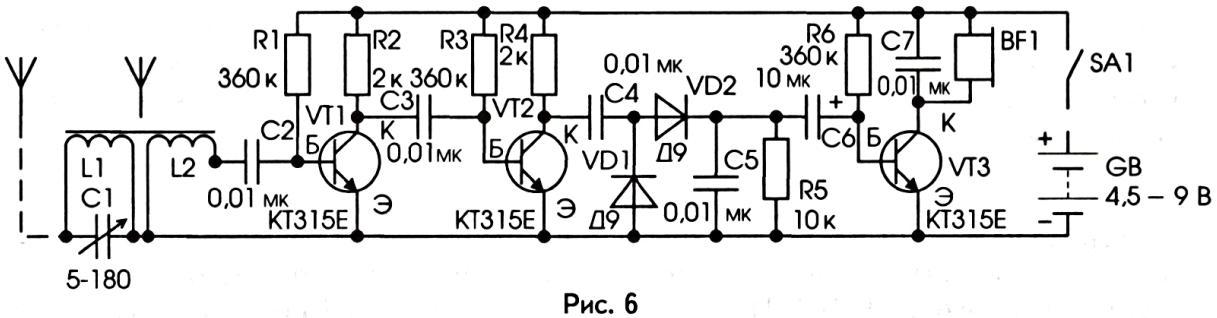
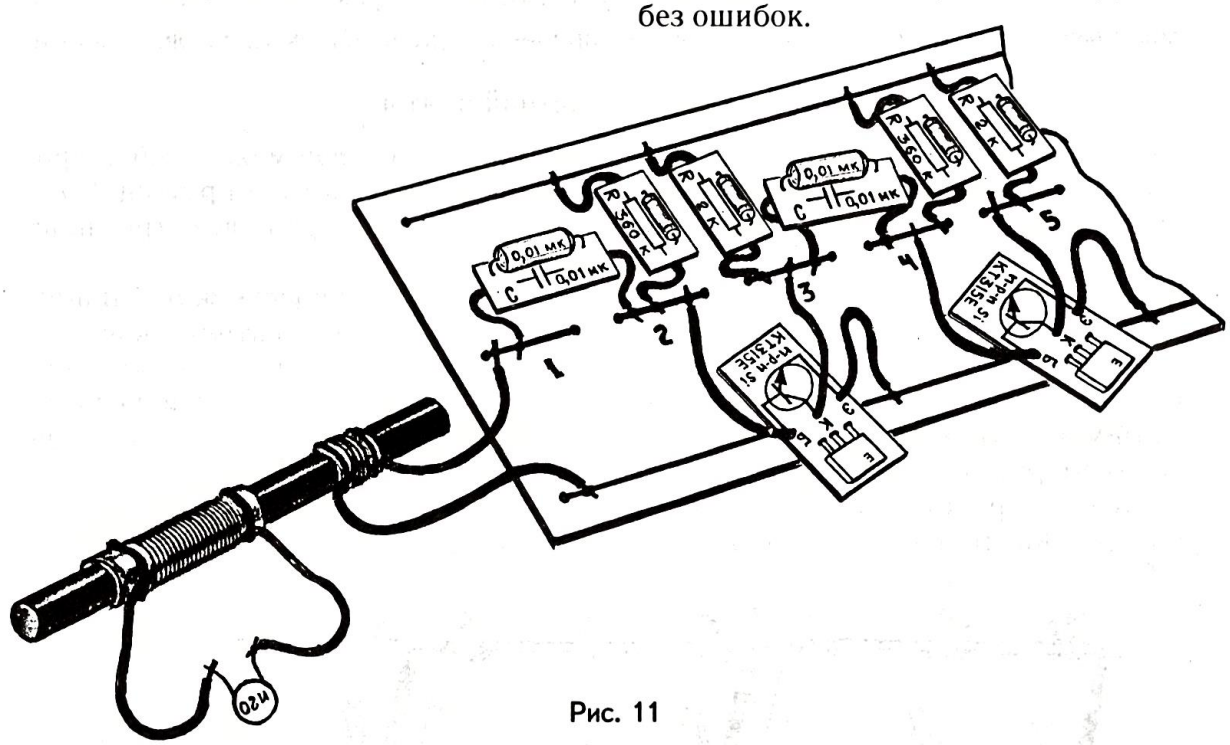

Рис. 6
Рис. 11
Представленный на рис. 6 радиоприемник, имеющий два каскада усиления радиочастоты на транзисторах **VT1**, **VT2**, детекторный каскад на диодах **VD1**, **VD2** и усилитель звуковой частоты на транзисторе **VT3**, объединяет достоинства всех предыдущих конструкций и надежно работает в различных регионах страны без дополнительной антенны и заземления (проверено автором).
На рис. 11 приведен пример сборки части радиоприемника, схема которого приведена на рис. 6. Для облегчения процесса сборки на электрической схеме (рис. 4–6) точки соединения деталей между собой можно пронумеровать в соответствии номерам используемых опорных площадок макетной платы. Это помогает начинающим радиолюбителям собирать конструкции без ошибок.
Рекомендуем пользоваться нашим опытом изготовления и настройки магнитной антенны. Мы на бумажном каркасе длиной 90 см наматываем виток к витку 300 витков катушки **L1**, делая отводы через каждые 30 витков, начиная с 70-го. В связи с тем, что конденсаторы переменной емкости стоят дорого, для настройки контура мы используем набор конденсаторов 100 пф, 200 пФ, 300 пФ и 470 пФ. На базе трехтранзисторного радиоприемника (рис. 6) настройку на радиочастоту станции производим подбором числа витков и соответствующих конденсаторов. Точную настройку на станцию осуществляем движением контурной катушки вдоль стержня и поворачивая горизонтально расположенную магнитную антенну. Например, в нашей местности наиболее громко и стабильно слышен сигнал радиостанции г. Казани при контурной катушке **L1**, состоящей из 180 витков, конденсаторе **C1** емкостью 200 пФ и катушке связи **L2** из 12-ти витков.
1. Соберите на макетной плате схему радиоприемника прямого усиления на трех транзисторах (рис. 6, 11).
2. Каково назначение деталей радиоприемника, схема которого приведена на рис. 6?